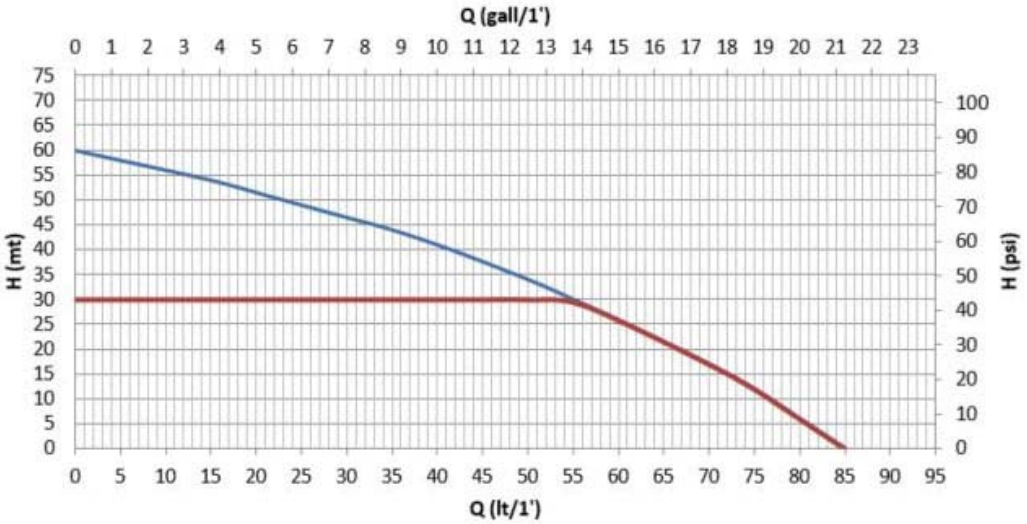

Fig. 2
Grafen på fig. 2 viser de hydrauliske ytelseskurvene. Vekselretteren modulerer automatisk den elektriske pumpens rotasjonshastighet, slik at pumpen etter behov kan flytte eget arbeidspunkt til et hvilket som helst område under egen kurve for å opprettholde innstilt verdi for konstant trykk (SP). Den røde kurven viser hvordan systemet opptrer med en innstillingsverdi på 3,0 bar (43.5 psi).